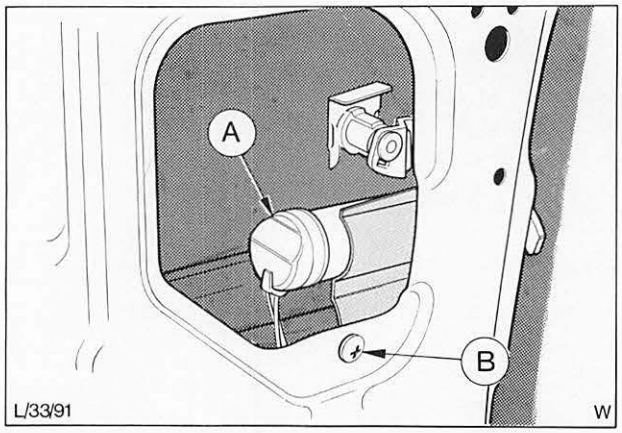

Abb. 39 A = Magnetschalter
2. Die Befestigungsschraube „B" in Abb. 39 vom Magnetschalter entfernen und Kabelstrang vom Mehrfachstecker am Türboden abklemmen.